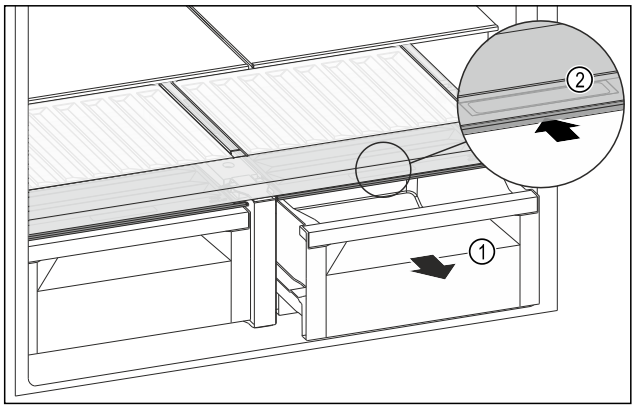

Fig. 142
- ▶ Zásuvku *Fig. 142 (1)* vytáhněte.
- ▶ Uchopte prohlubeň pro rukojeť *Fig. 142 (2)* na víku zásuvky a současně zasuňte víko zásuvky směrem dozadu.